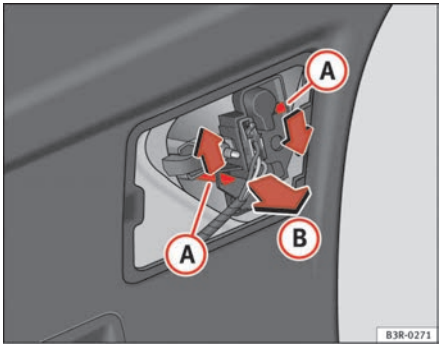

Fig. 228 Remove the bulb holder ▶
– Press on the tabs (A) ⇒ page 275, fig. 228 in the direction of the arrows and remove the bulb holder by pulling in the direction of the arrow (B).